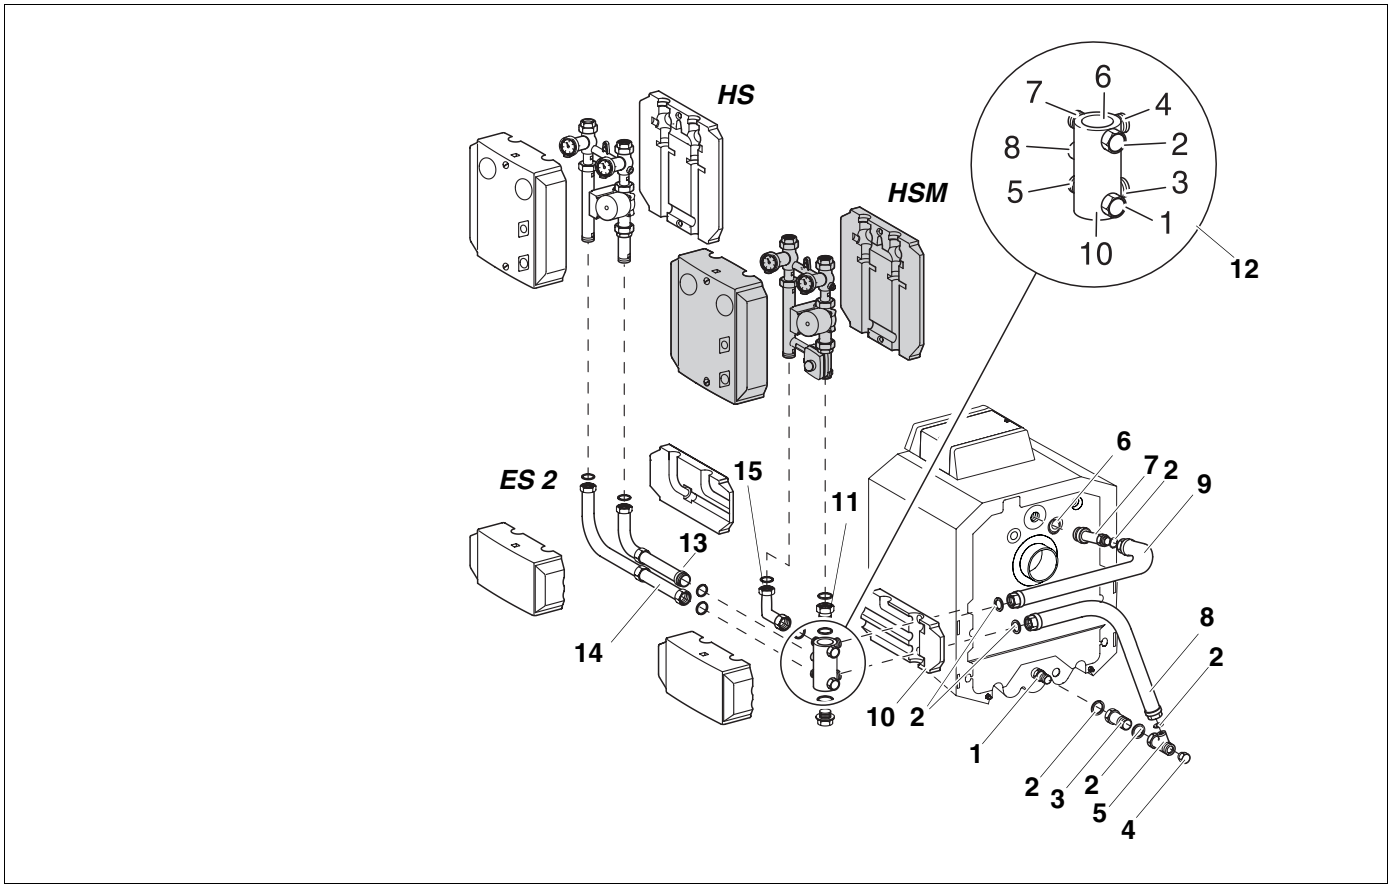

Afb. 11 Zijdelings parallel, rechts van de ketel
De nummering van de aansluitingen aan de ingebouwde multifunctionele verdeler moet absoluut overeenstemmen met de nummering in afb. 11, anders stemmen de vertrek- en retouraansluitingen van de ketelzijde verwarmingszijdig niet overeen!
- Schroef de pompgroep met (HSM) of zonder mengklep (HS) conform afb. 11 vast.